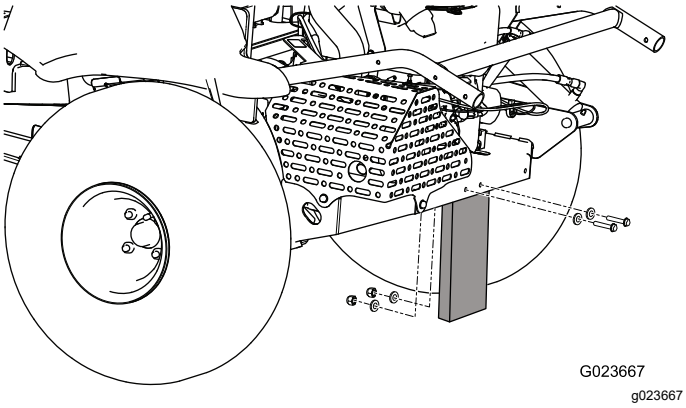

**Figuur 3**
2. Verwijder de moeren, bouten en ringen waarmee de verzendingsplaat aan de achterkant van de machine is (Figuur 3) bevestigd.